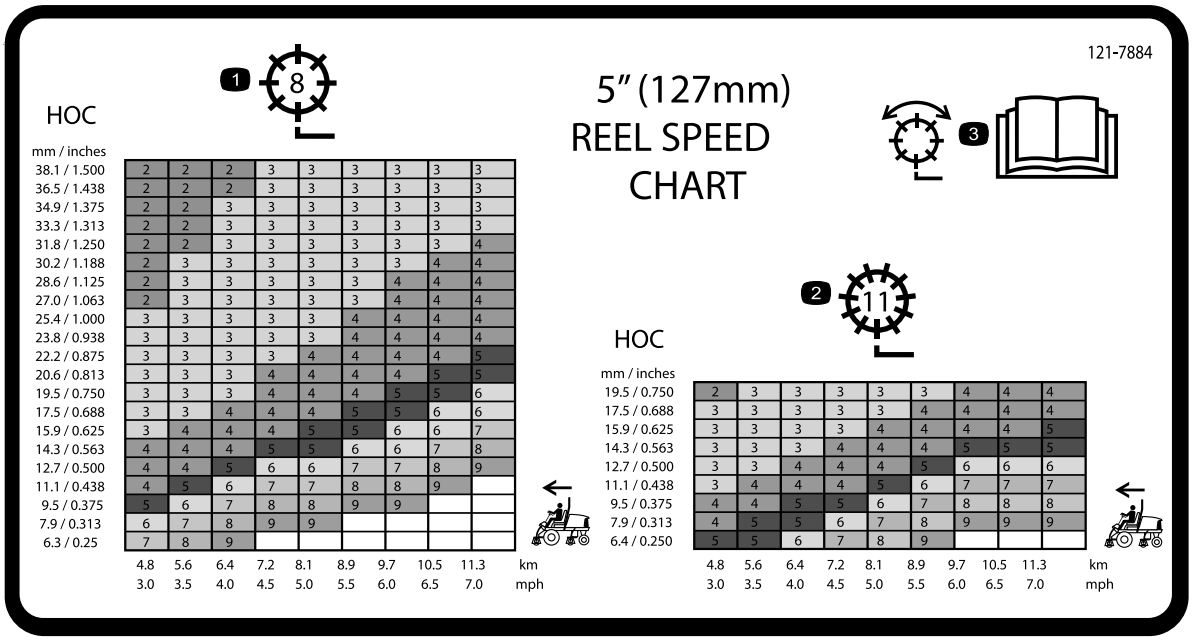

Figur 31
3. Bestäm korrekt hastighet för cylindrarna (Figur 31) genom att använda grafen på dekalen med tabellen över cylinderhastighet.